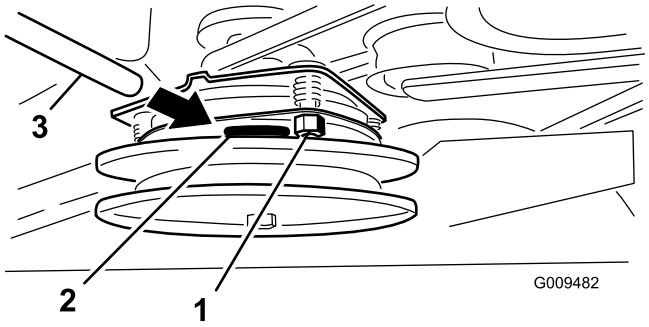

**Figur 61**
2. Hvis justering er nødvendig, still til 0,381 mm for hver enkelt av de tre justeringsstillingene. Stram låsemutrene til følerbladet sitter fast, men er løst nok til at det beveger seg lett i luftgapet (Figur 61).